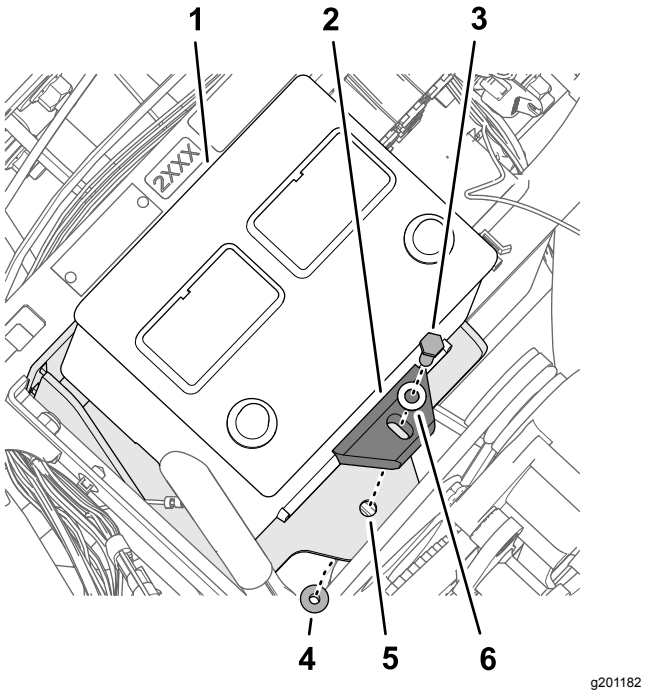

Figuur 175
5. Monteer de accu op de accubeugel; gebruik hierbij de bout (5/16 x 1-3/4 inch), de ring (5/16 inch), de accuhouder en de flensborgmoer (5/16 inch) zoals wordt afgebeeld in Figuur 175.